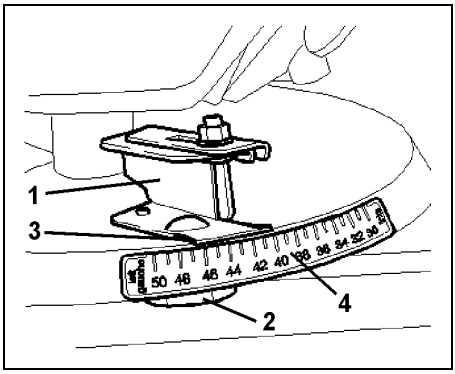

Rys. 43
- Ustawioną łopatkę wysiewu granicznego (Rys. 43/1) zamocować na tarczach wysiewających nakrętkami motylkowymi (Rys. 43/2).
- Krawędź odczytu (Rys. 43/3) ustawić na wartości "50" na skali (wysiew graniczny) wzgl. "50" (wysiew krawędziowy) (dotyczy tylko podanego przykładu) na skali (Rys. 43/4) i zamocować nakrętką motylkową (Rys. 43/2).